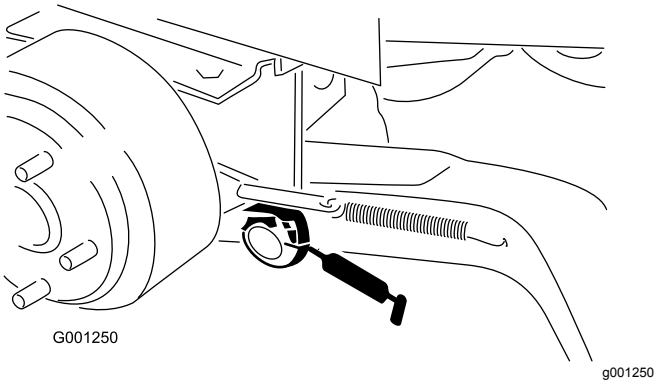

Figuur 37
- Lagerbussen van draaipunt van hefarm (Figuur 37)